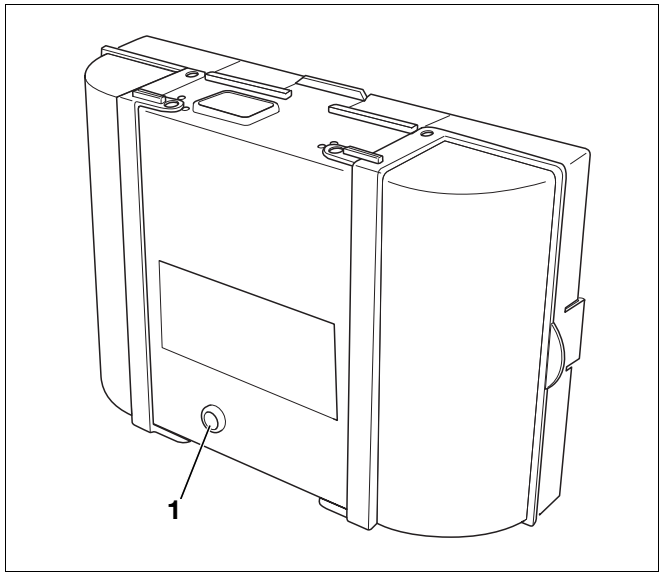

Rys. 13 Kasowanie usterek na automacie zapłonowym
- W celu skasowania usterki nacisnąć przycisk odkłócający (Rys. 13, **Poz. 1**).